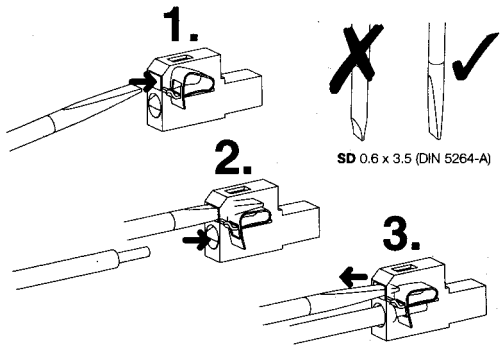
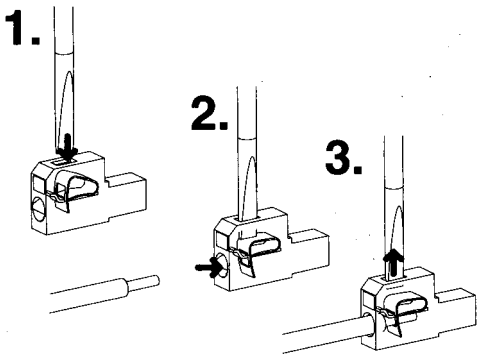

Fig. 1: Wiring of power supply terminal X1 - Option 1
Fig. 2: Wiring of power supply terminal X1 - Option 2
- Wiring of the power supply terminal **X1** shall be carried out according to Fig. 1 or Fig. 2.
- Protective earth shall be connected by all means. The mains connection shall provide a proper protective earth (PE) connection.